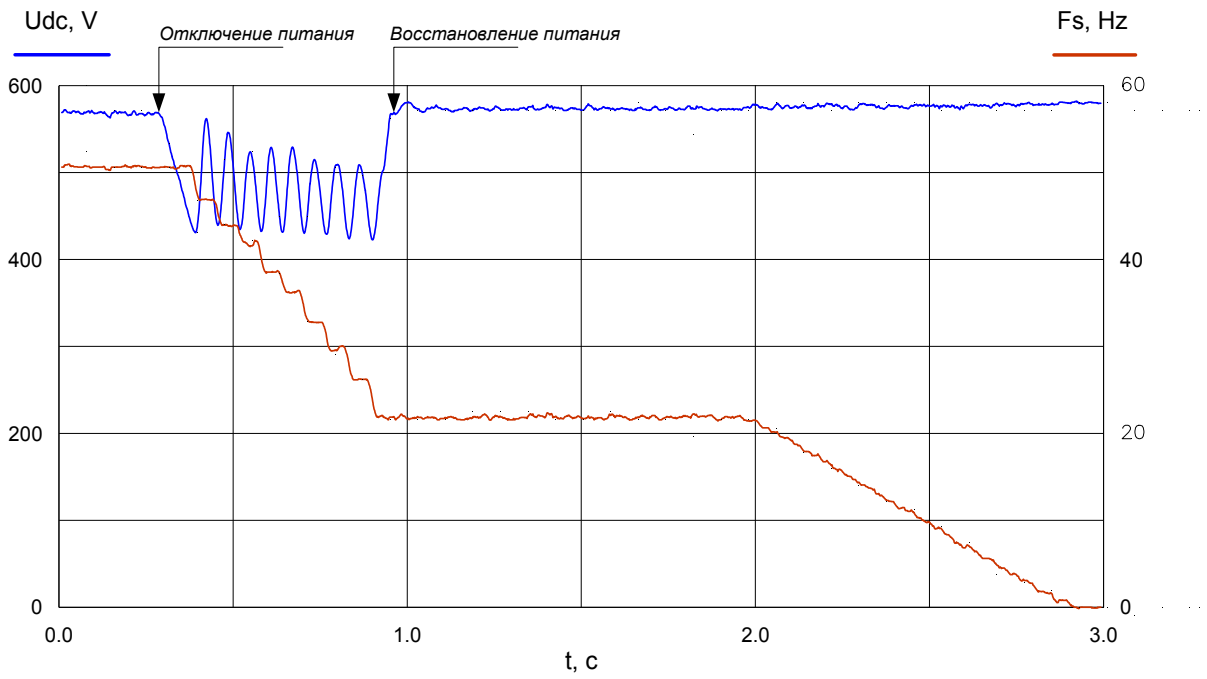

Рис.7.8. Осциллограммы режима самопитания.
*На рис. 7.8, 7.9 приведены осциллограммы напряжения **Udc** и выходной частоты **Fs** при работе электропривода в режиме самопитания с различными способами его завершения. Используются параметры задатчика интенсивности: **Tp1** = 0.5 с; **Tm1** = 2.0 с.*